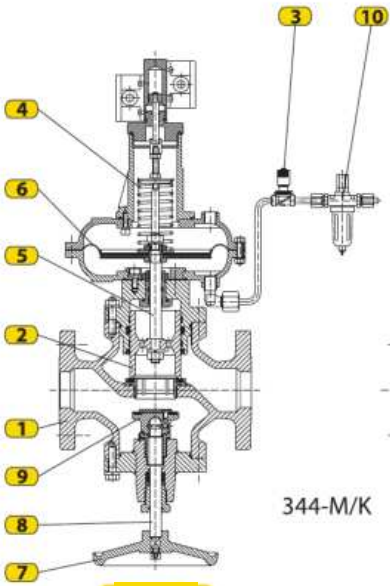
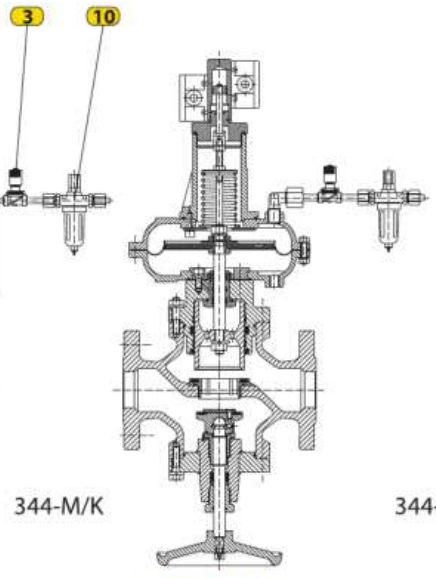

Fig. 1.1
Fig. 1.2
Le débit dans le corps (1) est commandé par l'obturateur (2). En version normalement fermée (fig. 1.1), électrovanne (3) hors tension, le ressort (4), via membrane et tige (5), ferme (2). L'air sous la membrane (6) ouvre ; la décharge ferme. En version normalement ouverte (fig. 1.2), le ressort (4) maintient (2) en haut ; l'air au-dessus de (6) ferme, la décharge ouvre. Le 344-M/K a un arrêt manuel inférieur : volant (7), broche (8) et obturateur (9) ferment sous le siège (1). Le 344-M sans arrêt manuel est